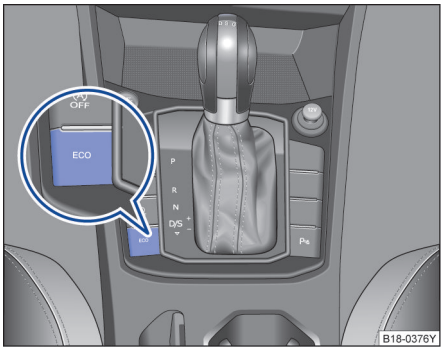

图 128 ECO 经济模式按键
Eco 经济模式：使汽车处于低消耗状态，针对低消耗驾驶方式对驾驶员进行辅助⇒图 128。
- 反复按压 ECO 经济模式按键(ECO)⇒图 128，可使车辆在 ECO 经济模式与标准模式之间切换。